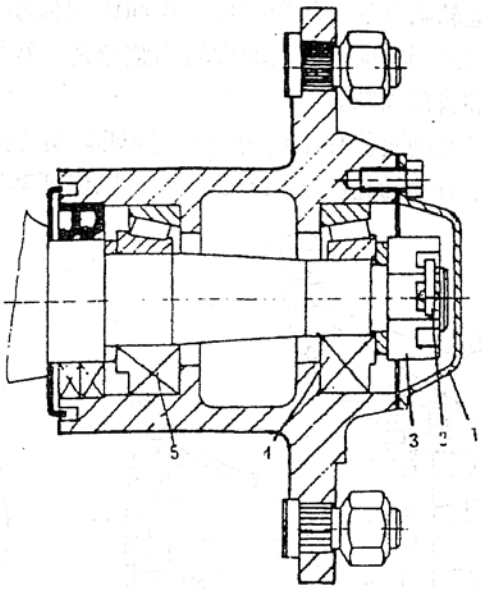

Рис. 3-17. Регулировка зазора в подшипнике ступицы переднего колеса
2. Регулировка зазора в подшипнике ступицы переднего колеса (см. Рис.3-17)